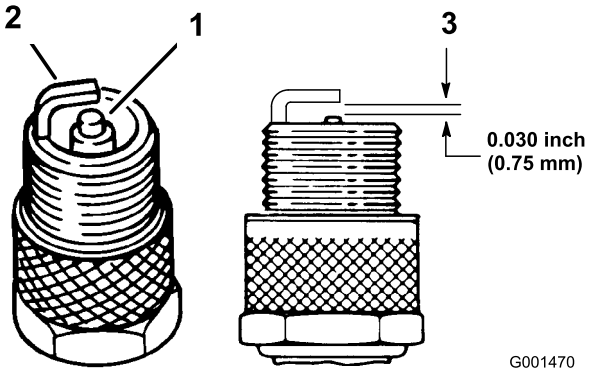

Figur 30
1. Titta i mitten av tändstiften (Figur 30). Om isolatorn är ljust brun eller grå fungerar motorn korrekt. En svart beläggning på isolatorn betyder vanligen att luftrenaren är smutsig.
3. Kontrollera avståndet mellan mitt- och sidoelektroderna (Figur 30). Böj sidoelektroden (Figur 30) om avståndet är felaktigt.
3. Anslut kablarna till tändstiften (Figur 30).